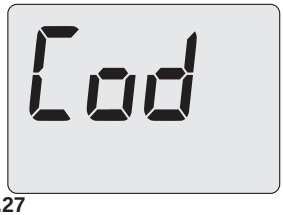

Figura 9.27
- Scorrere i vari parametri utilizzando i tasti 13 o 14 fino a far apparire sul display LCD le lettere **Cod**, indicanti l'entrata nel "parametro Cod" (Figura 9.27) che poi visualizza tre trattini "**- - -**" fissi.